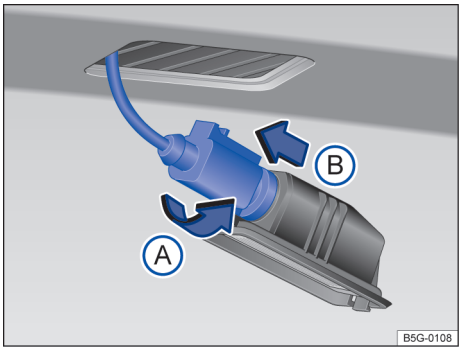

Fig. 164 Lanterna da placa de licença: desinstalar o suporte da lâmpada. ▶
3. Girar o soquete da lâmpada no **sentido anti-horário** → Fig. 164 Ⓐ e retirar o suporte junto com a lâmpada Ⓑ.